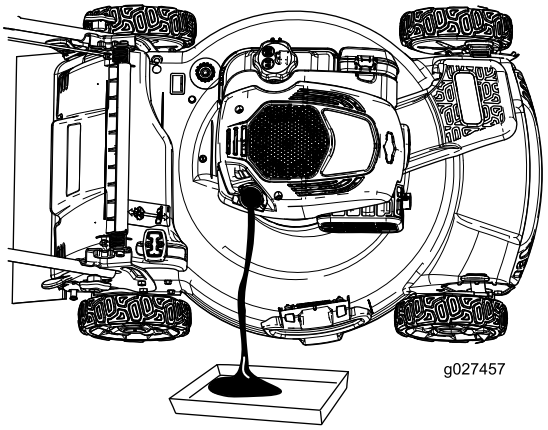

Figur 33
7. Lägg maskinen på sidan med påfyllningsröret nedåt för att tömma ut oljan genom påfyllningsröret i kärlet (Figur 33).